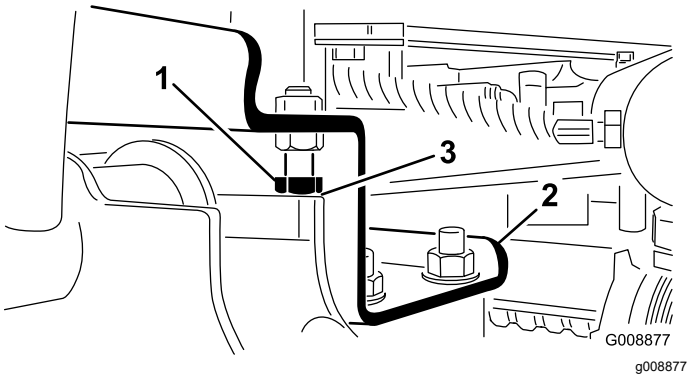

Figur 12
A. Skru stoppeboltene tilbake (Figur 12).
2. Kontroller at klaringen mellom hver løftearm og stoppbolt er 0,13 til 1,02 mm (Figur 12). Hvis klaringen ligger utenfor dette området, må du justere stoppboltene for å få riktig klaring.